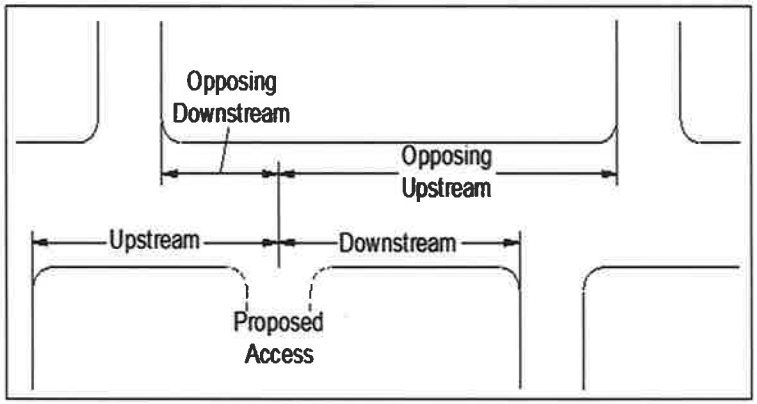

Figure 1: Measurements for Minimum Access Spacing Standards
1. Driveway spacing is measured as shown in Figure 1. For Local streets, the spacing is measured from edge-to-edge.